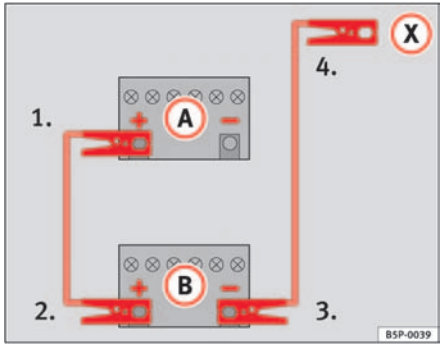

Fig. 156 How to connect the jump leads
In ⇒ fig. 156, the flat battery is **A** and the charged battery **B**.
1. Connect one end of the red jump lead to the positive ⇒ fig. 156 (+) terminal of the vehicle with the flat battery ⇒ ⚠.